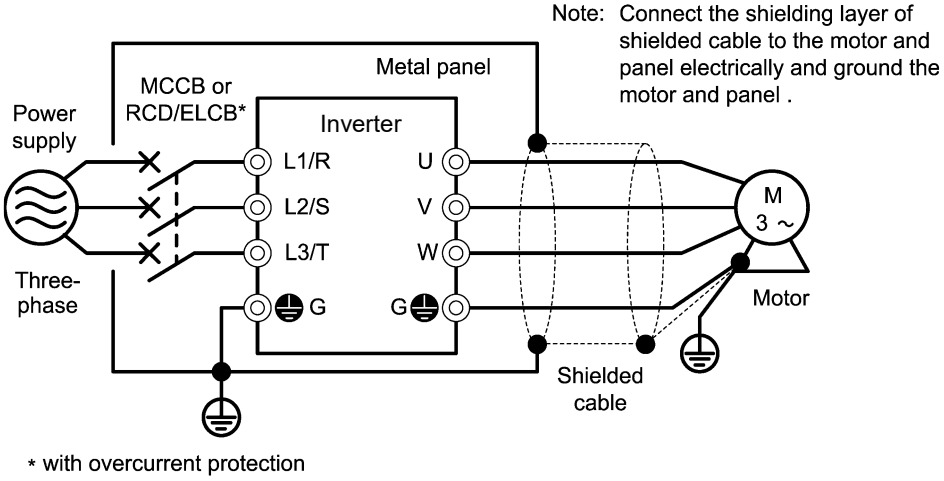

Fig. G.1-3 Installation method for built-in type EMC-compliant filter
(1) Mount the inverter on a grounded panel or metal plate. Use shielded wires for the motor cable and route the cable as short as possible. Firmly clamp the shields to the metal plate to ground them. Further, connect the shielding layers electrically to the grounding terminal of the motor. Use a wiring guide, etc., and try as best as possible to keep input wires and output wires separate from one another.
(2) For connection to inverter's control terminals and for connection of the RS-485 communication signal cable, use shielded wires. As with the motor connections, clamp the shields firmly to a grounded panel.
(3) If noise from the inverter exceeds the permissible level, enclose the inverter and its peripherals within a metal panel as shown in Fig. G.1-3.